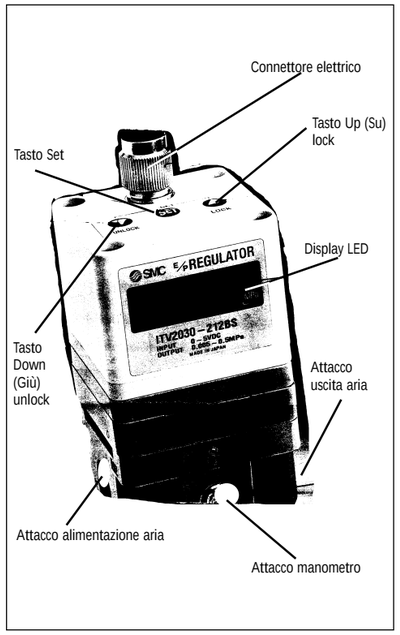

Fig. 1
- Rilasciare il 'tasto blocco' (Fig. 1) come spiegato nella sezione - 'Funzione del blocco tasto '.
- Per impostare la pressione minima (il display visualizza F-1, Fig. 1) usare i tasti up/down (Fig. 1) e premere il tasto 'set' (Fig. 1) per 'bloccare' il valore impostato.
- Per impostare la pressione massima (il display visualizza F-2, Fig. 1) usare i tasti up/down (Fig. 1) e premere il tasto 'set' (Fig. 1) per 'bloccare' il valore impostato.
- Per impostare l'uscita sensore 1 (il display visualizza P-1, Fig. 1) usare i tasti up/down (Fig. 1) e premere il tasto 'set' (Fig. 1) per 'bloccare' il valore impostato.
- Per impostare l'uscita sensore 2 (il display visualizza P-2, Fig. 1) usare i tasti up/down.
∇ Premere il tasto 'down' (Fig. 1) per più di 2 secondi. Il display (a) lampeggia indicando 'loc'.
1. Premere il tasto 'set' (Fig. 1) per rilasciare automaticamente il blocco.
Nota: Premere di nuovo il tasto 'down' (Fig. 1) per annullare l'operazione.
1. Premere il tasto 'un-lock' (Fig. 1) per più di 2 secondi.
Nota: Per annullare, premere il tasto 'lock' (Fig. 1).
1. Premere il tasto 'up' s (Fig. 1) per più di 2 secondi.
3. Premere il tasto 'set' (Fig. 1) per bloccare.
Nota: Per annullare premere il tasto 'down' (Fig. 1).
Se viene rilevata un'anormalità da ITV3000, il display LED (Fig. 1) visualizza 'Er' seguito da un numero di codice. Disinserire l'alimentazione elettrica e risolvere il problema. Ripristinare l'alimentazione elettrica dopo aver eliminato il guasto.
Tenere premuti assieme i tasti up e down (Fig. 1) per più di 3 secondi. Il display visualizza 'RES' (Fig. 1). Rilasciare i tasti, le pressioni minima e massima, le uscite P1 e P2 del sensore vengono ripristinate nella condizione di partenza.
Nota: Se l'alimentazione supera 30mA, il sensore fornisce un segnale al display LED (Fig. 1) e visualizza 'Er 5'.